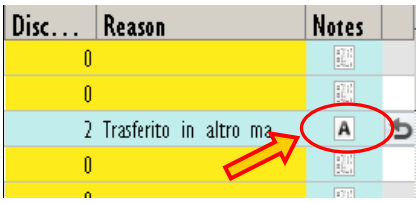

Fig 61
The note is this way saved. The corresponding icon changes in the following way: (Fig 61).
- Click the icon (Fig 61).